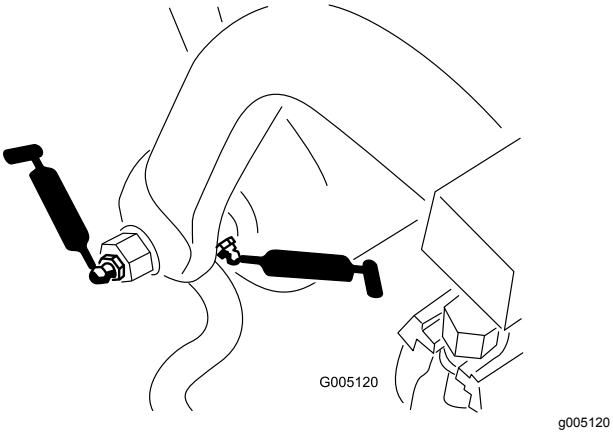

Figuur 38
- As en rol van trekframe (12) (Figuur 38)